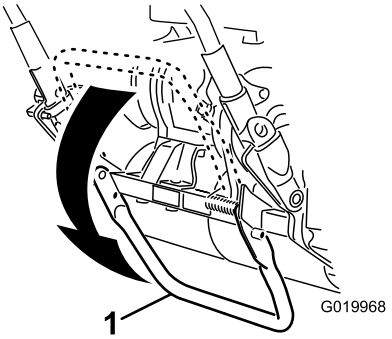

Figur 9
1. Skyv støtten ned med foten **midt på støtten**, og trekk maskinhåndtaket opp til støtten er rotert fremover, over midten (Figur 9).